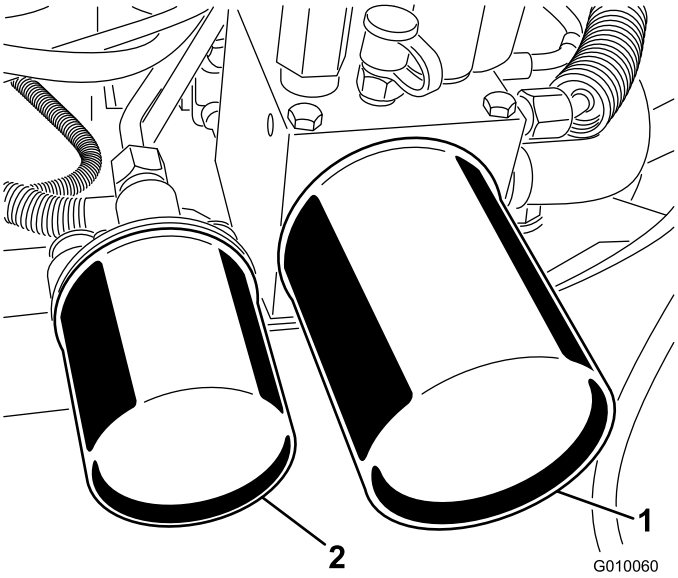

Figur 59
2. Plasser et tappefat under filtrene, fjern de gamle filtrene og tørk av filteradapternes pakningsflate (Figur 59).